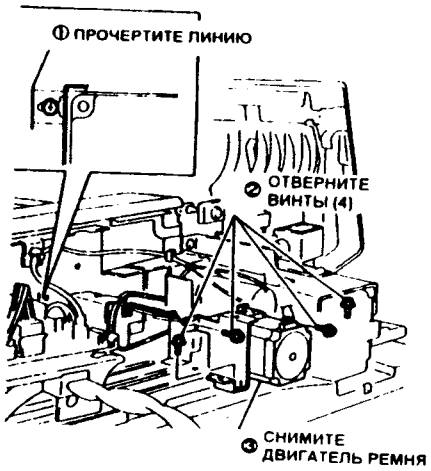

Рис. 2
4. (Рис. 2): Снимите двигатель ремня